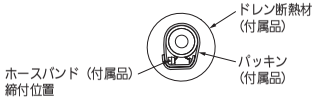
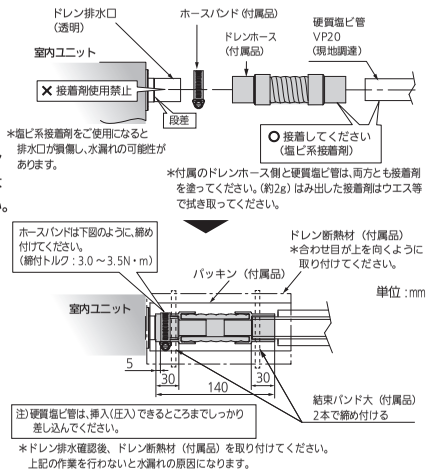

図16-2
図16-1
- 図16-1のようにドレン排水口の段差までドレンホースを挿入し、ホースバンドを段差から5㎜はなしたところに、しっかりと締め付けてください。
- ドレン排水確認後、パッキン（付属品）をドレン排水口付け根よりドレンホースを被うように巻いてください。（図16-1、図16-2）
ドレン断熱材の合わせ目が上を向くようにしてください。（図16-1）